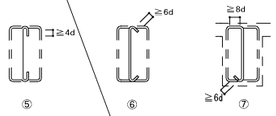

図7.5.2　副あばら筋組立の形
(3) 副あばら筋組立の形及びフックの位置
形は、図7.5.2⑤または⑦とする。